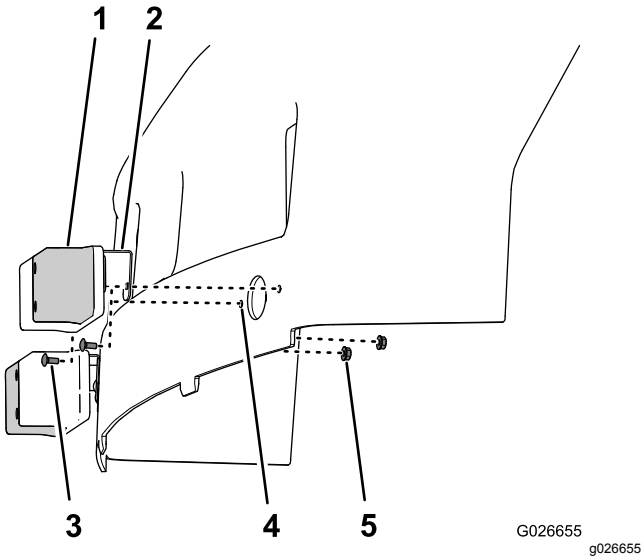

Figur 6
4. Rikta in hålen i fästet och lampan med hålet i motorhuven (Figur 6).
5. Sätt fast fästet och lampan i motorhuven med vagnsskruvarna (nr 10 x ½ tum) och flänslåsmuttrarna (nr 10) enligt Figur 6.